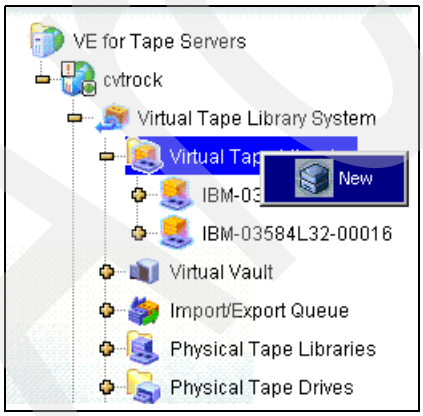

Figure 4-23 Starting to create a new virtual library
1. As shown in Figure 4-23, right-click the **Virtual Tape Library System** icon and select **New**. This starts the Creating Virtual Tape Library Wizard.